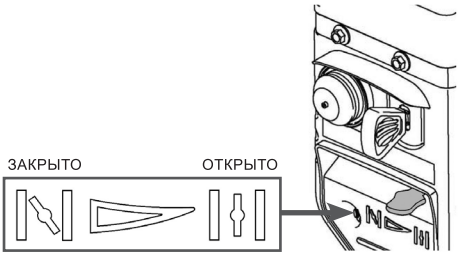

Рис. 33 Рычаг управления воздушной заслонкой
6. Закройте воздушную заслонку карбюратора. Для этого переведите рычаг управления воздушной заслонкой в крайнее левое положение (Рис. 33).